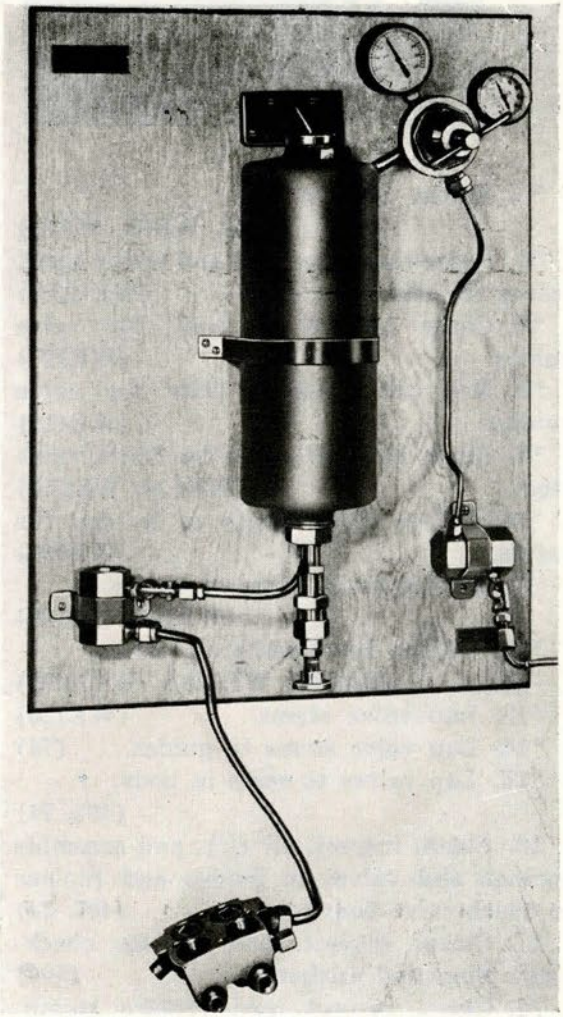

Figure 156
21. Test inboard seats of delivery check valves as follows (Fig. 156):